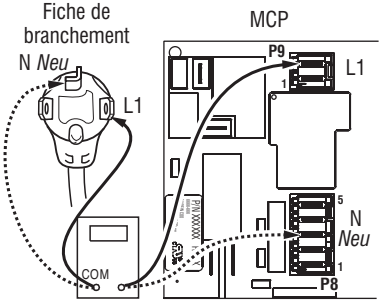

Figure 4 - Raccordement entre fiche et borne pour une sécheuse électrique.
4. Avec un ohmmètre, contrôler la continuité entre les broches L1 et N de la fiche de branchement du cordon d'alimentation et les bornes L1 et N du MCP. Voir Figure 4.